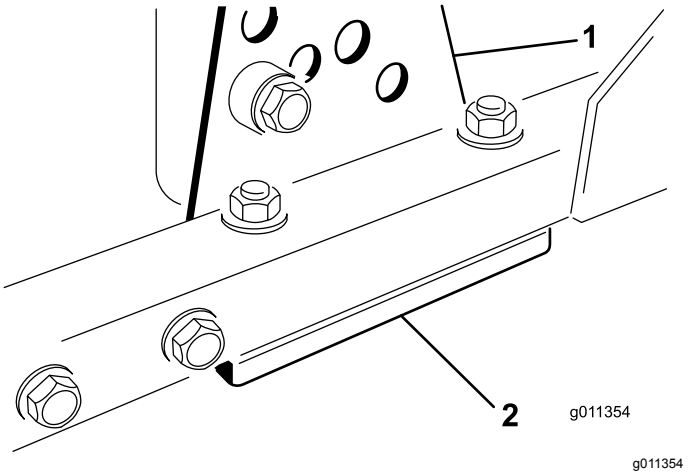

Figur 82
1. Avlägsna klipphöjdsfästet (främre, vänstra eller högra) från däckramen (Figur 82).
2. Justera mellanlägg på 1,5 mm och/eller 0,7 mm mellan däckramen och fästet för att erhålla önskad höjdinställning (Figur 82).